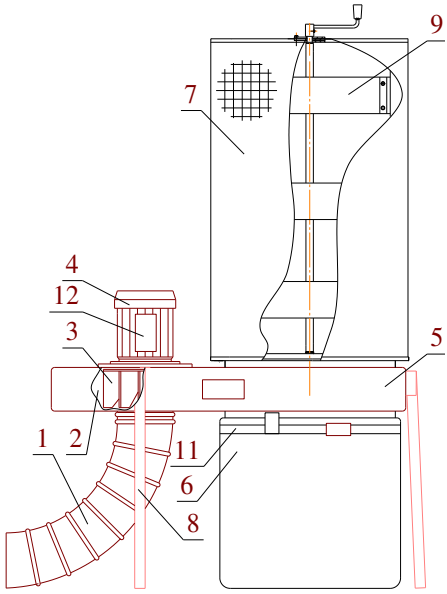
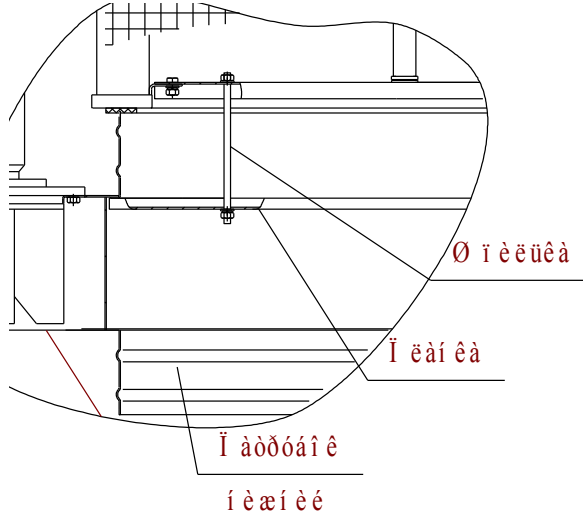

Рис. 5
Рис.7
5.2 Воздушный поток (см. рис.5) по воздуховоду 1 поступает в центральную часть улитки 2, где вращающееся рабочее колесо 3 приводимое в действие электродвигателем 4, ускоряет поток и вводит его в корпус 5.
6.2.3 Собрать установку (рис.5). Монтаж кассеты на установку производить в соответствии с рис. 7.